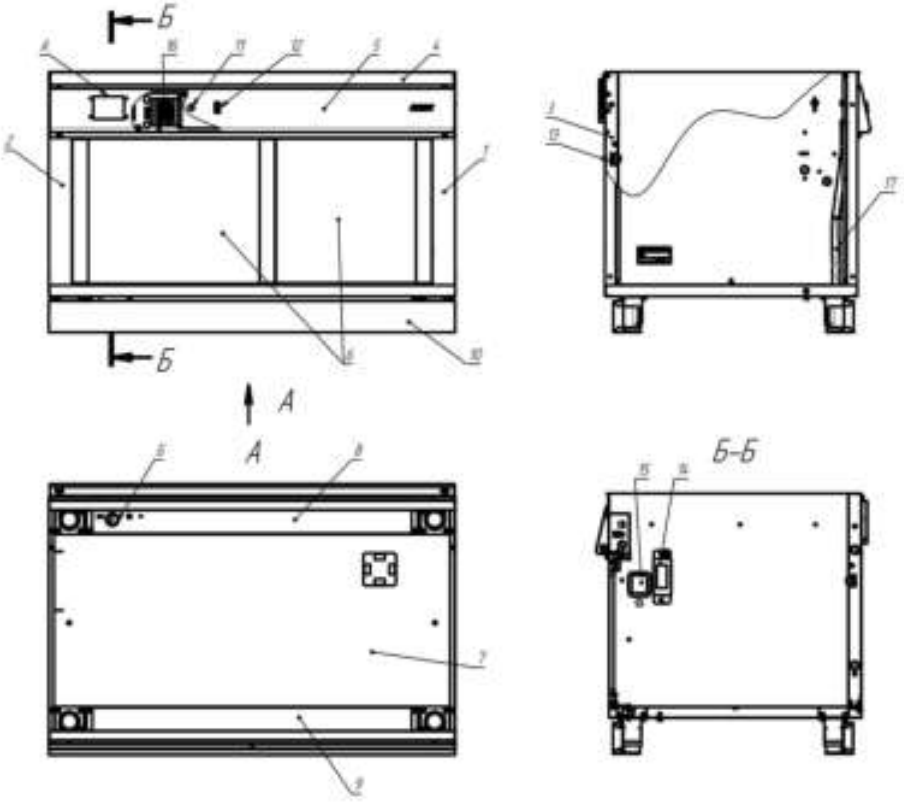

Рис. 1. 1, 2- стенка боковая; 3- стенка задняя; 4- кожух;
1.3.1 Изделие (см. рис.1) состоит из боковых стенок 1 и 2, задней стенки 3, кожуха 4, панели управления 5, раздвижных дверей 6, днища 7 и швеллеров 8 и 9 с регулируемыми по высоте опорами. Для удобства монтажа и обслуживания панель управления откидывается вперед-вниз после отворачивания крепежных винтов. В комплект также входят два декоративных плинтуса 10 (передний и задний)